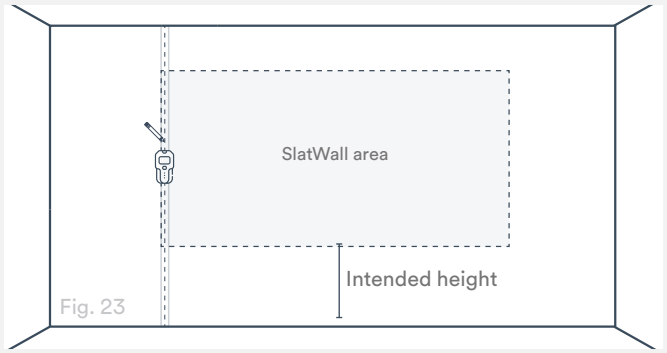

Fig. 23
1. Locate and mark the area in which the SlatWall panels will be installed. Use a stud finder to find the first stud which will serve as the edge of your installation area (Fig. 23).